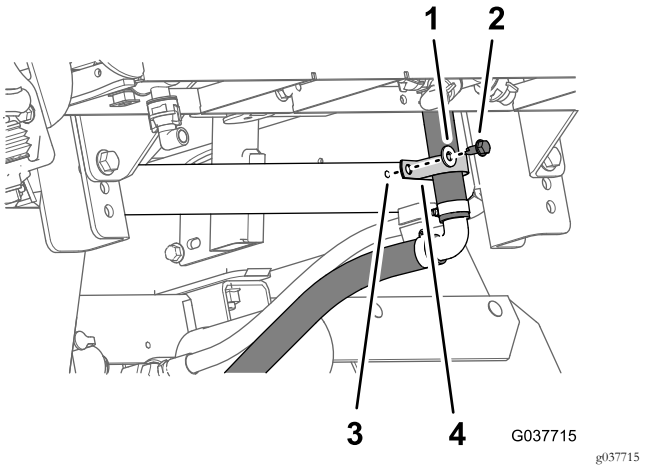

Figuur 79
3. Bevestig de onderkant van de omloopslang aan de achterste zittingplaat van de machine (Figuur 79) met de steunklem, flenskopbout (5/16 x ¾") en ring (5/16").